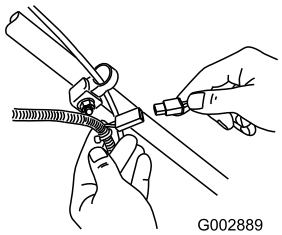

Figur 39
1. Anslut laddaren till gräsklipparens ledningsnät, som finns nedanför tändningsnyckeln (Figur 39).